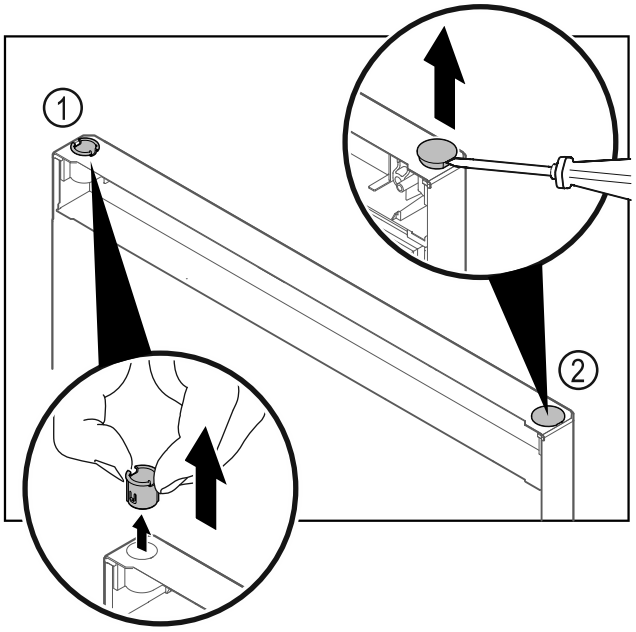

Fig. 22
▶ Extrageți bucșa balamalei *Fig. 22 (1)* cu degetele.
▶ Ridicați dopul de acoperire *Fig. 22 (2)* cu precauție cu o șurubelniță dreaptă și extrageți-l.